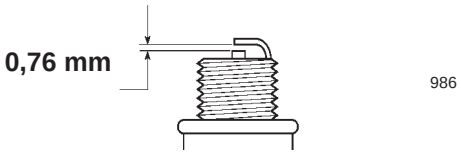

Figur 32
4. Indstil gnistgabet på det nye tændrør som vist i Figur 32.